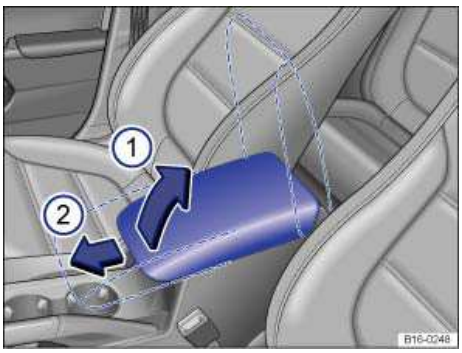

**Fig. 45** Front center armrest.
To *raise* the center armrest, pull the armrest up and latch upward in the direction of the arrow ⇒ fig. 45 (1).